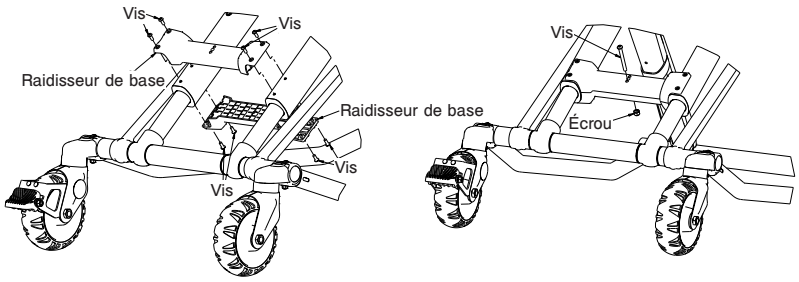

Figure 59
1. À l'aide d'un tournevis T25 Torx, retirer les quatre vis Torx du raidisseur de la base (consulter la Figure 59).
1. À l'aide d'un tournevis T25 Torx, retirer les quatre vis Torx du raidisseur de la base (consulter la Figure 59 à la page 60).